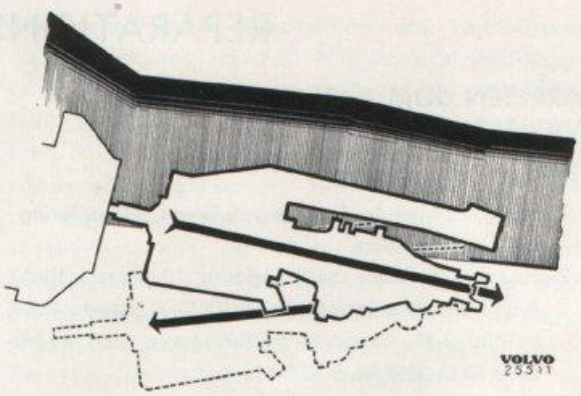
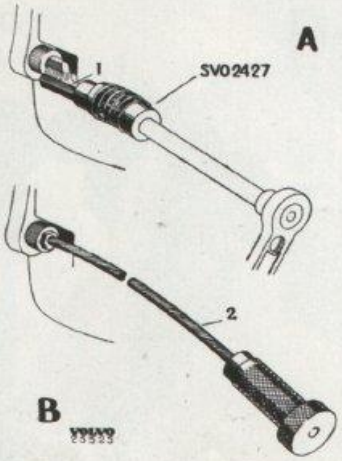

Bild 3-17. Demontering av växellåda
Bild 3-16. Demontering av växellådsskruvar
5. Lossa skruvarna som håller växellådan vid kopplingskåpan. Använd nyckel SVO 2431 och kulled SVO 2437, se A, bild 3-16. Verktyg SVO 2432 användes därefter för urskruvning, se B, bild 3-16. Drag ut och sänk ned växellådan, se bild 3-17.